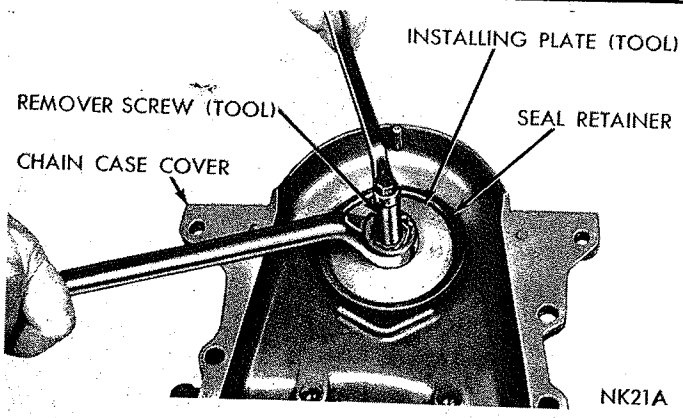

*Fig. 33—Installing a New Seal (Tool C-3506)*
(4) Install flat washer and nut on remover screw, hold screw and tighten the nut (Fig. 33).